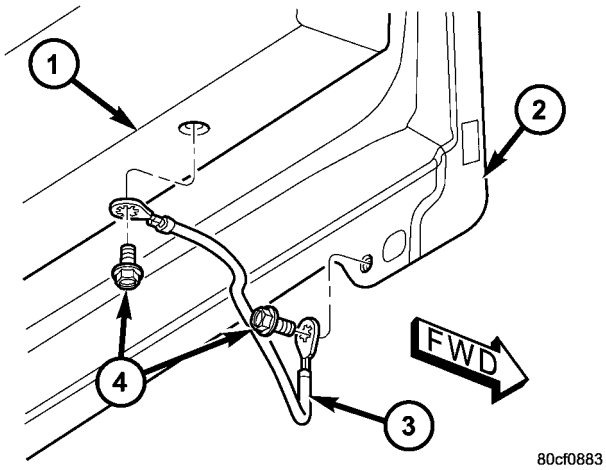

Fig. 8 BED TO CAB GROUND STRAP
(1) Disconnect and isolate the battery negative cable.
(2) Remove the attaching bolts and strap (Fig. 8).